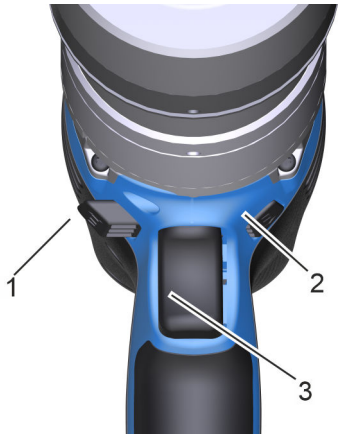

Fig. 28: Sentido de giro
Para atornillar en el sentido de las agujas del reloj (CW), presione el selector del sentido de giro (Fig. 28/1) hacia la derecha.
Para desatornillar en sentido contrario a las agujas del reloj (CCW), presione el selector del sentido de giro hacia la izquierda (Fig. 28/2).
Mantenga presionado el gatillo (Fig. 28/3) hasta que se complete la operación de atornillado y suene una señal. No accione por pulsos (pulse y suelte el gatillo en sucesiones rápidas).